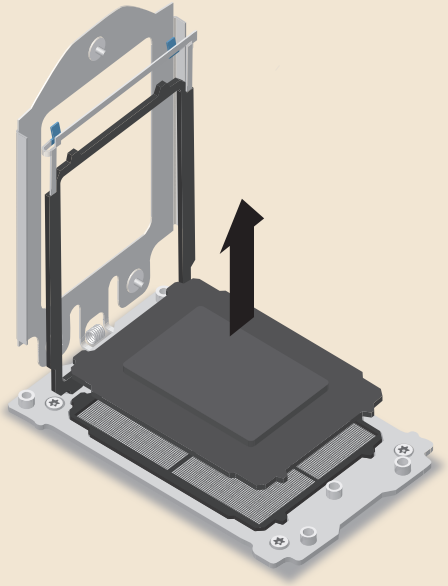

Figura 15.21: Remova a proteção plástica preta.
3. Em algumas placas-mãe, o soquete vem com uma peça plástica protegendo os seus pinos. Se for este o seu caso, deve remover esta peça. Ver Figura 15.21. Tome cuidado para não tocar nos pinos do soquete.